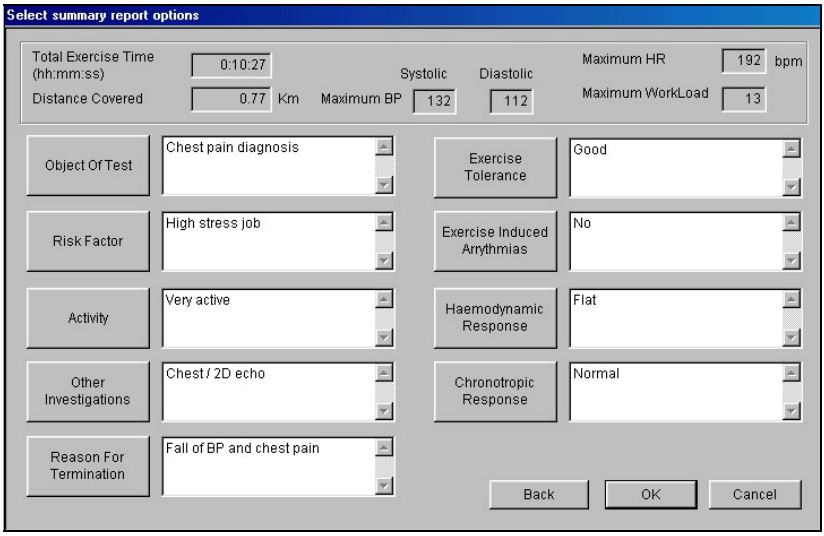

Fig 6.5: Select summary report option.
- Click **OK** to view summary report options dialog box as shown in fig 6.5. The dialog box contents the information like